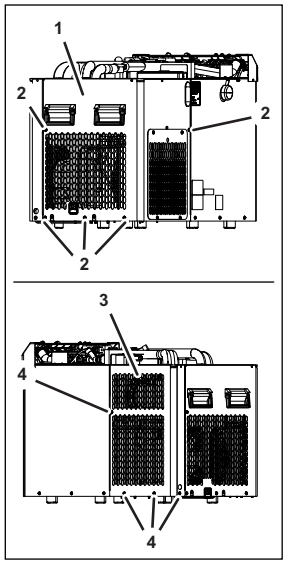

Fig. 26
1. Remove the fastening bolts (Fig. 26/2) from the sheet casing (Fig. 26/1).
2. Lift off the sheet casing (Fig. 26/1).
3. Remove the fastening bolts (Fig. 26/4) from the sheet casing (Fig. 26/3).
4. Lift off the sheet casing (Fig. 26/3).
5. Position the new sheet casing (Fig. 26/3) on the unit.
6. Attach the sheet casing (Fig. 26/3) using the fastening bolts (Fig. 26/4).
7. Position the new sheet casing (Fig. 26/1) on the unit.
8. Attach the sheet casing (Fig. 26/1) using the fastening bolts (Fig. 26/2).